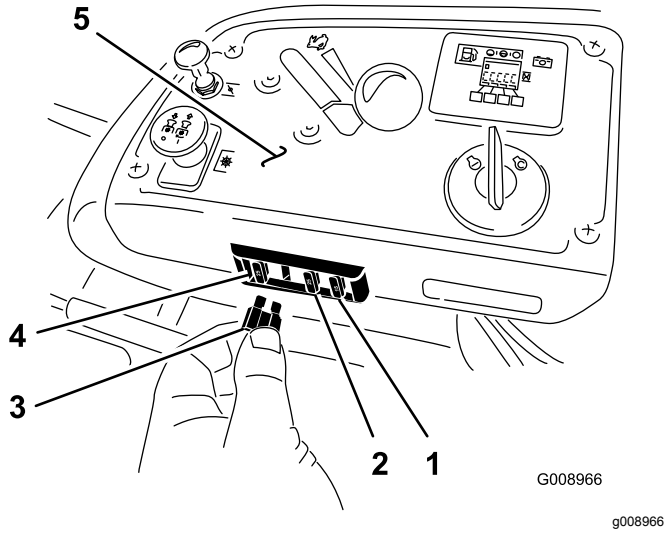

**Figur 66**
1. Säkringarna sitter på konsolen till höger om sätet (Figur 66).
3. Sätt i en ny säkring (Figur 66).